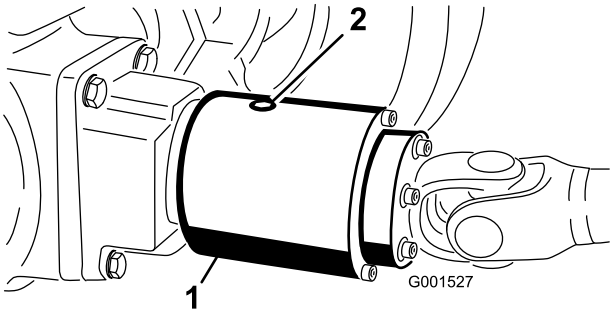

Figur 66
3. Drej koblingen, så kontrolproppen vender nedad (Figur 66).